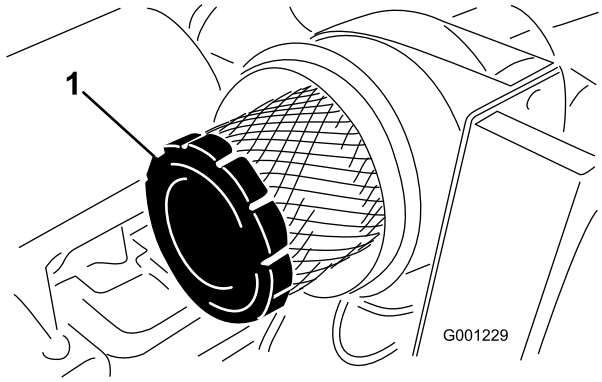

Figuur 47
4. Verwijder en vervang het voorfilter (Figuur 47).